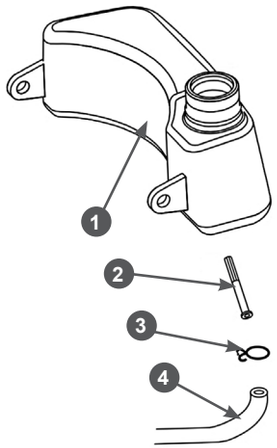

**Рис. 24 Обслуживание топливного фильтра**
3. Снимите хомут 3 топливного шланга и снимите шланг 4 со штуцера топливного бака 1 (Рис. 24).
5. Извлеките из топливного шланга 4 топливный фильтр 2 (Рис. 24).